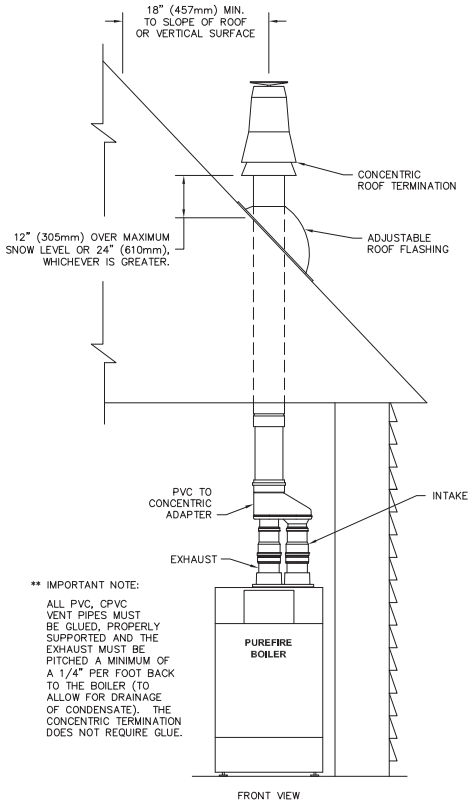

Figure 3.10: Concentric PVC Vertical Vent Installation
d. Figure 3.10 shows an approved vertical vent configuration using the optional concentric vent termination kit.